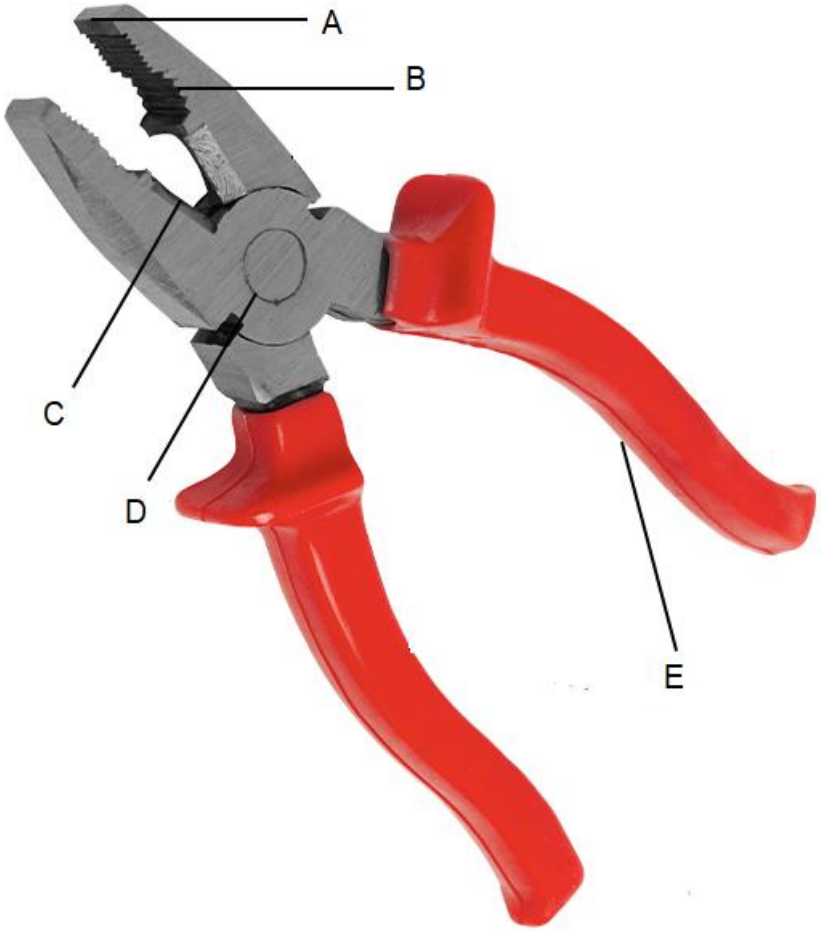

**FIGURE 1**
3.1 Technicians in the refrigeration industry often use the hand tool below. Study **FIGURE 1** and answer the questions.
3.1.1 What is the name of the tool shown in **FIGURE 1**? (1)
3.1.2 Label the parts of the tool in FIGURE 1 by writing the correct answer next to the letters (A–E) in the ANSWER BOOK. (5)